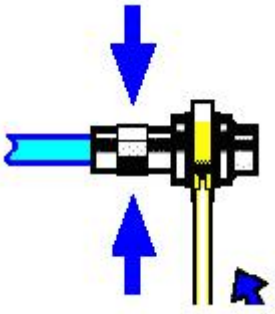

图 3.3 使用力矩扳手完成最后连接
c) 如图 3.3，使用力矩扳手拧紧完成最后的连接，注意力矩扳手不要超过起始的折点，可使用辅助的扳手防止连接器转动。